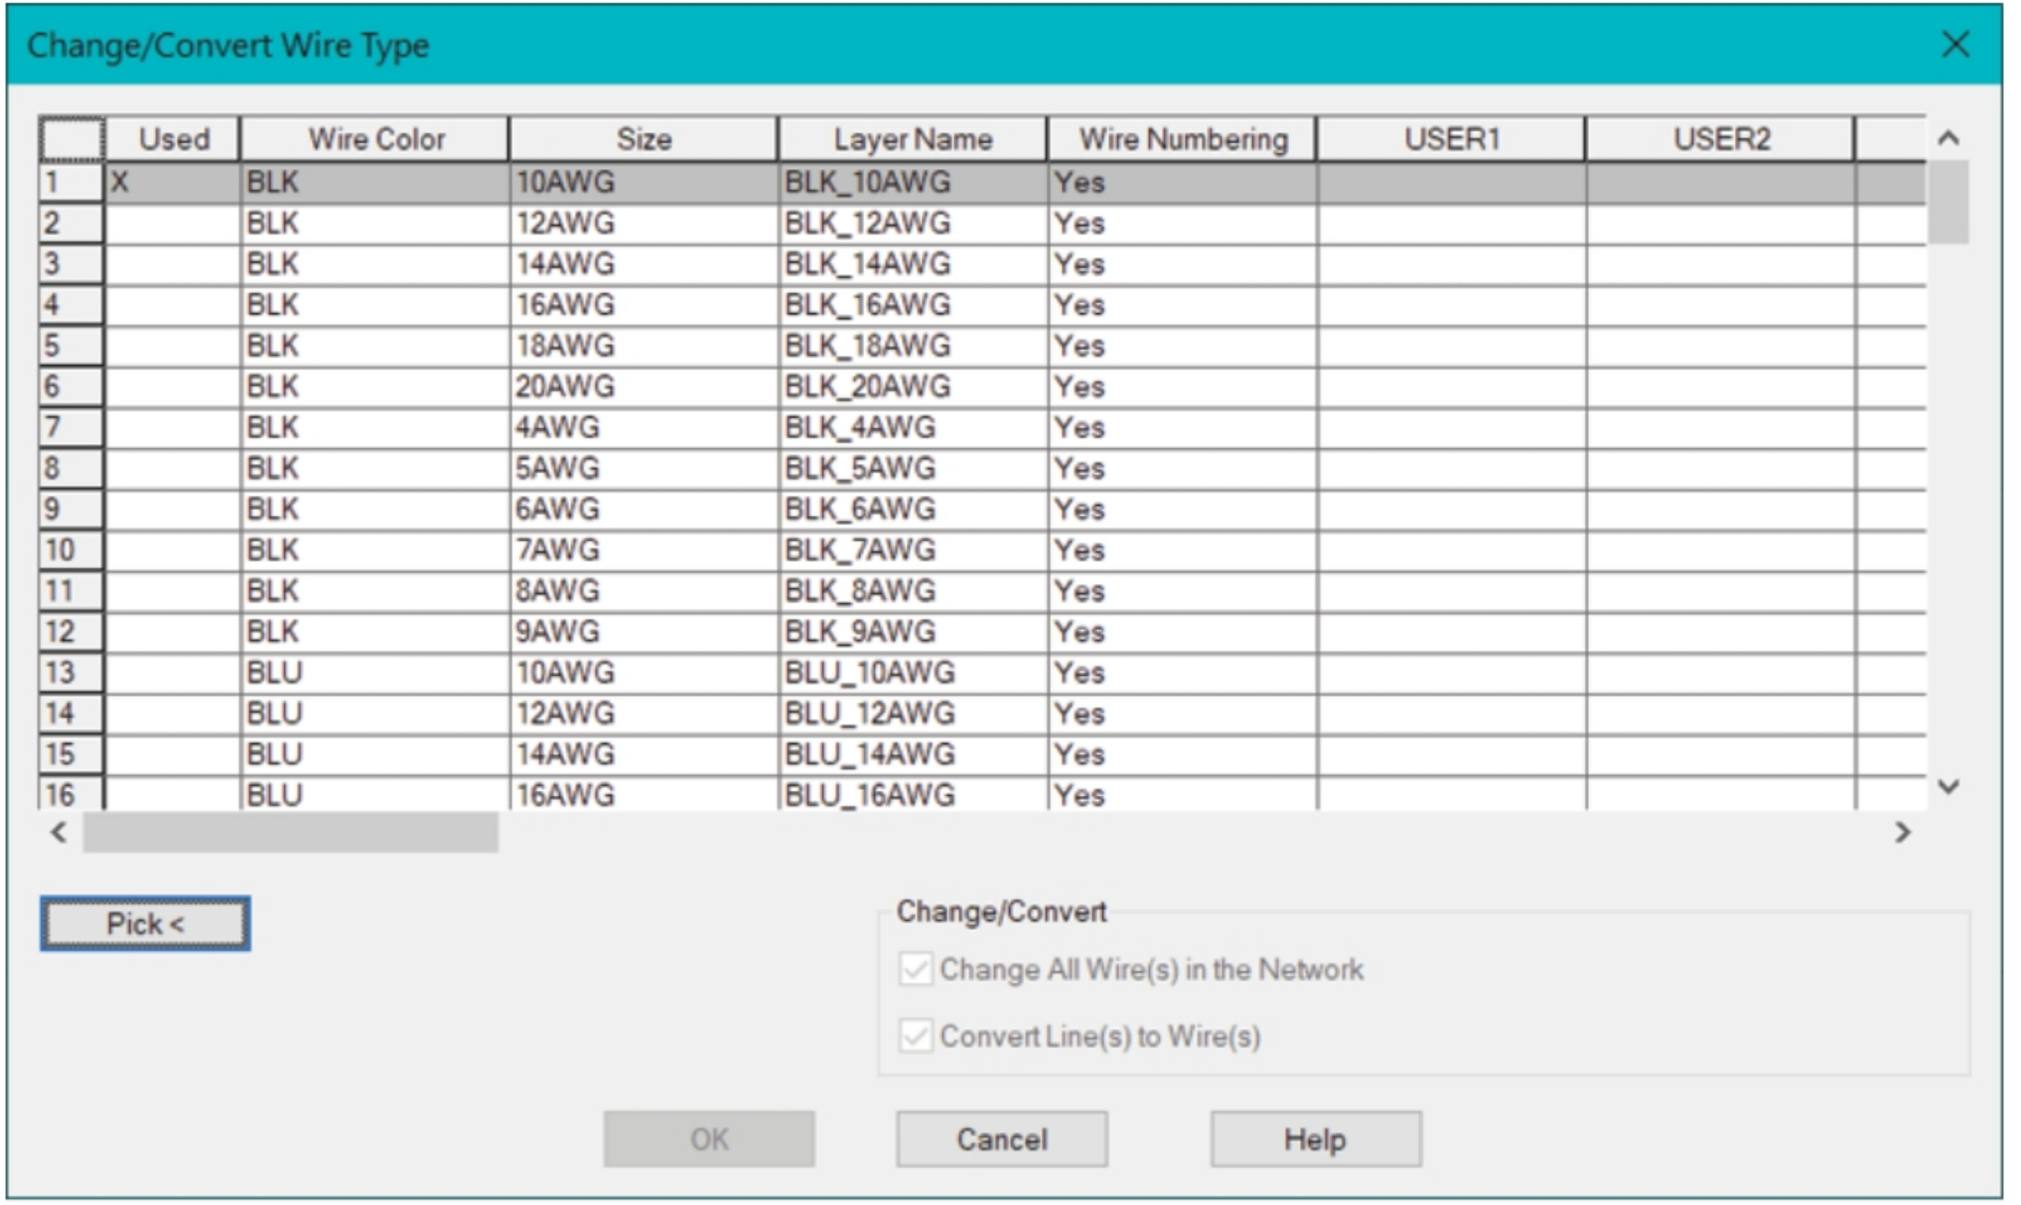

Figure-87. Change/Convert Wire Type dialog box
- Click on the **Change/Convert Wire Type** tool from the **Wire Type Editing** drop-down. The **Change/Convert Wire Type** dialog box will be displayed as shown in Figure-87.